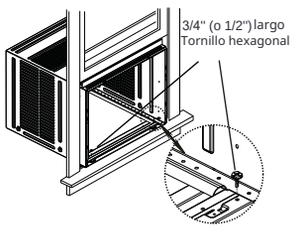

Fig.13
4. Para ventana de madera: Fije el mueble al borde interior de la ventana con dos tornillos en los agujeros (Fig.13) (Puede que desee hacer agujeros piloto previamente).